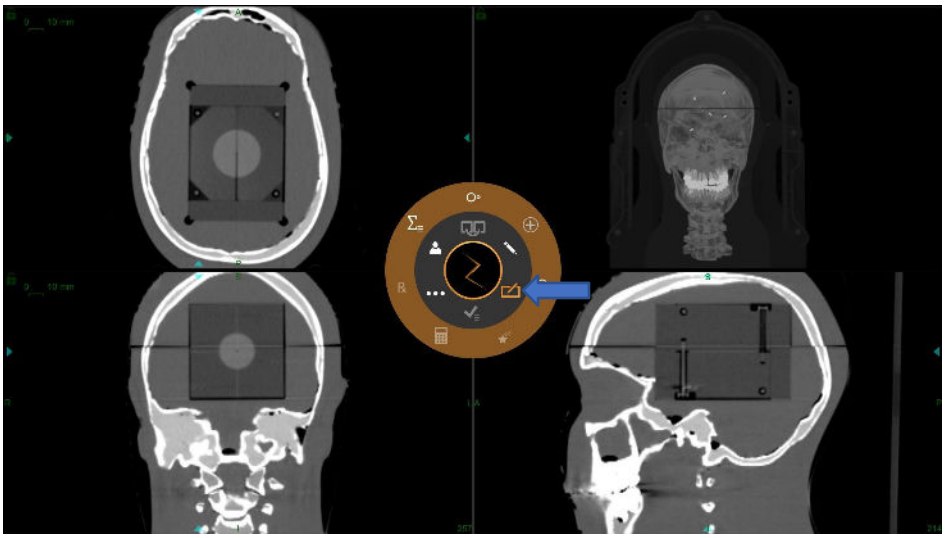

Figure 7-2 Icône Plan.
1. Cliquez sur l'icône **Plan** pour ajouter un isocentre (voir Figure 7-2).